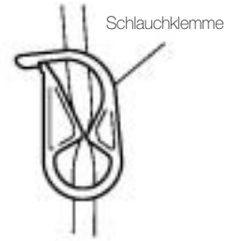

Abb. 12
(2) Schlauchklemme zwischen der Spülschlauchnadel und der Spülpumpe schließen (Abb. 12).